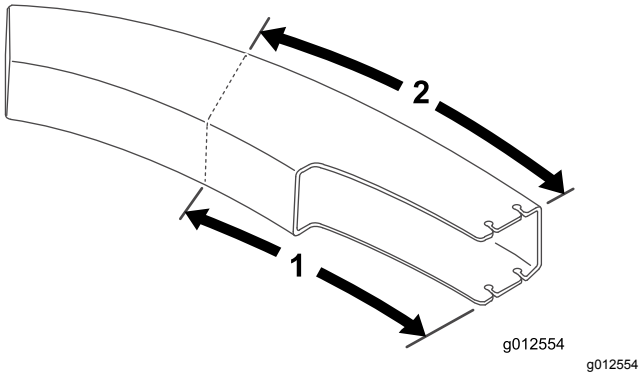

Figur 28
1. Brug et tapemål, og markér slisken ved at bruge de mål, der er vist i Figur 28.